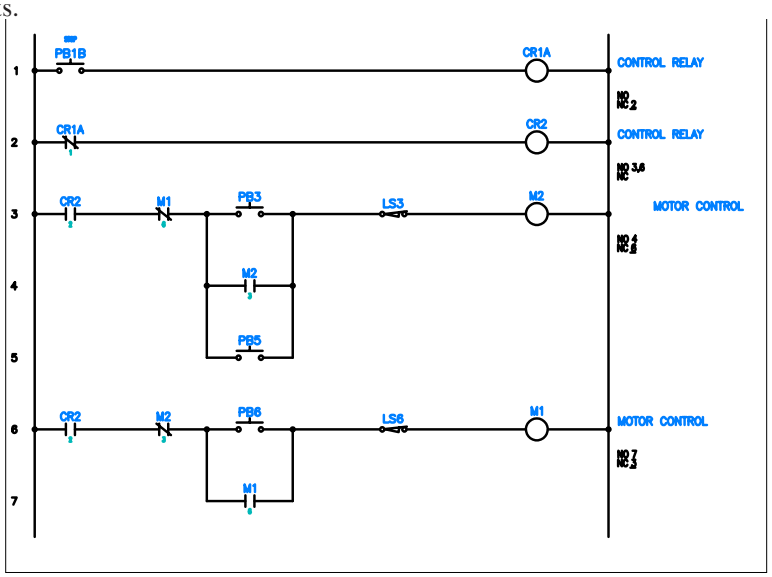

Figure 6-54 *The trimmed wires and the aligned components*
6. Repeat step 1 and then select PB3 from rung 3; you are prompted to select objects. Next, select M2 placed on rung 4, PB5, PB6, and M1 placed on rung 7 from the drawing and then press ENTER; the selected components are aligned. Figure 6-54 shows the aligned components.